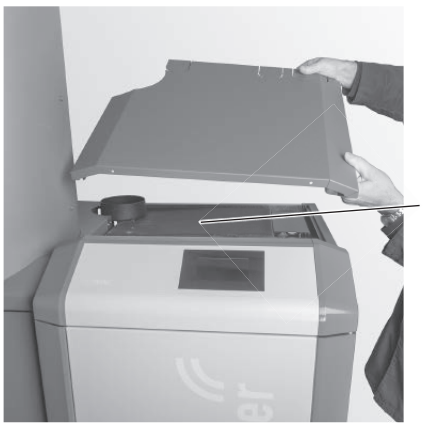

Fig. 109 Togliere il coperchio del rivestimento, rimuovere l'isolamento
- scollegare la spina di rete dell'apparecchio prima di aprire il quadro di comando o per effettuare lavori di assistenza o riparazione. Togliere il coperchio del rivestimento (Fig. 109) e rimuovere l'isolamento sopra il coperchio delle superfici riscaldanti.